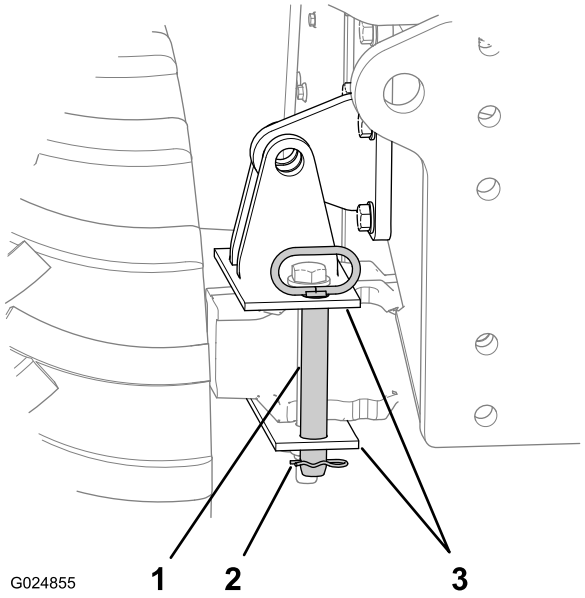

Figura 50
2. Retire la chaveta del pasador de bloqueo del mecanismo de inclinación (Figura 50).
1. Introduzca el pasador de bloqueo del mecanismo de inclinación a través de los taladros verticales del soporte de bloqueo del eje (Figura 50).
2. Sujete el pasador al soporte de bloqueo con la chaveta (Figura 50).